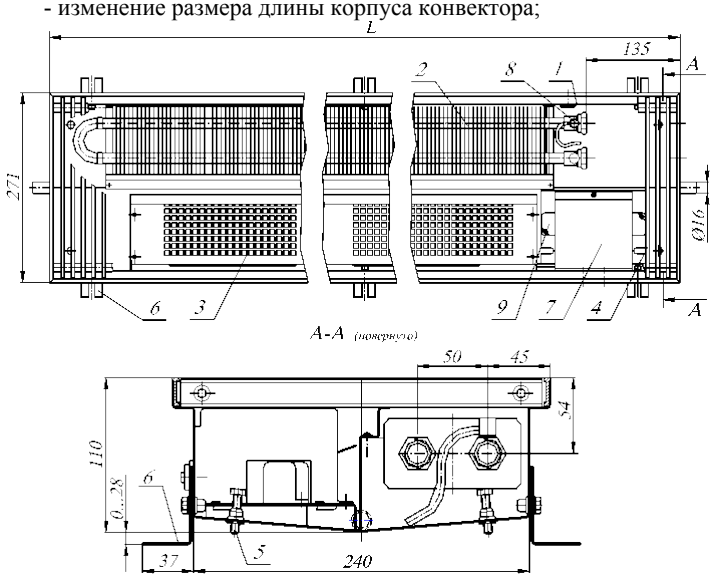

Рис.1 Конвектор КВОК12 27.11.060…300-ВКТ-П
4.1. Конвекторы имеют (см. рис.1, 3):
4.2 Размеры изделий представлены на Рис.1, 2, 3, 4 и в таблице 1, 2.